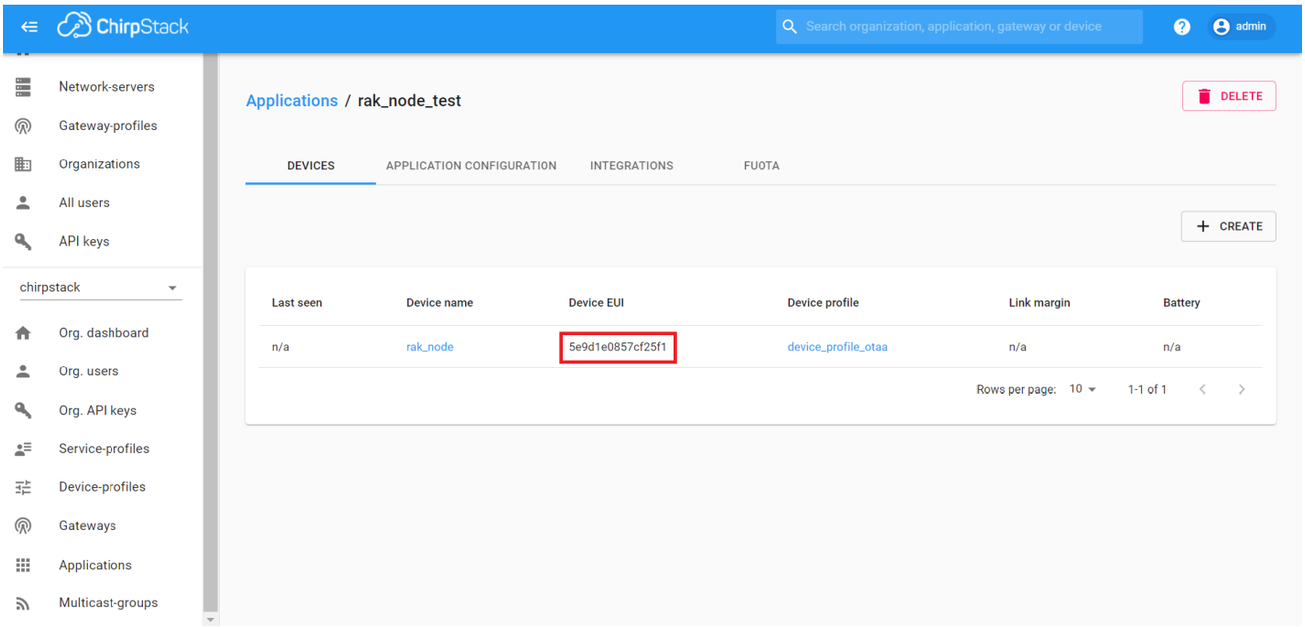

Figure 40: New created device listed in the DEVICES tab
4. As shown in **Figure 40**, a new device should be listed in the "**DEVICES**" tab. The most important parameters, such as the Device EUI, are shown in the summary.